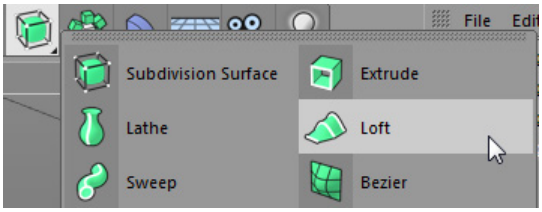

Figure 2-39 *Choosing* ***Loft*** *from the flyout*
14. Press and hold the left mouse button on the **Subdivision Surface** tool in the Command Palette; a flyout is displayed. Choose the **Loft** tool from the flyout, as shown in Figure 2-39; *Loft* is added to the Object Manager.